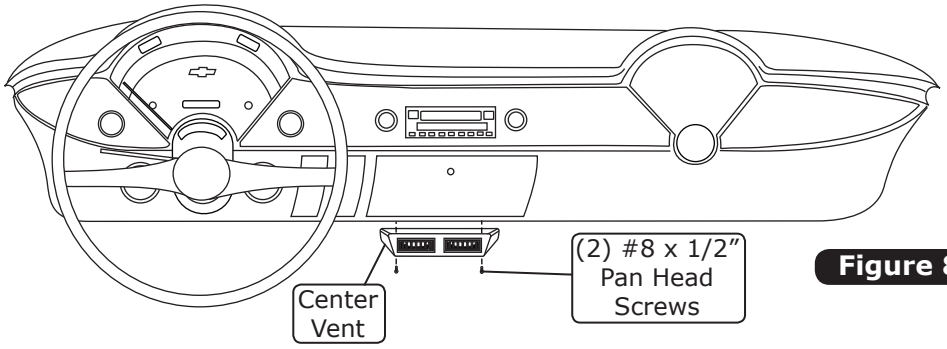

Figure 8
1. Place the center vent under the dash in the desired position (See Figure 8, below). Drill (2) 1/8” mounting holes into the bottom lip of the dash, and secure the center vent to the dash using (2) #8 x 1/2” pan head screws (See Figure 8, below).